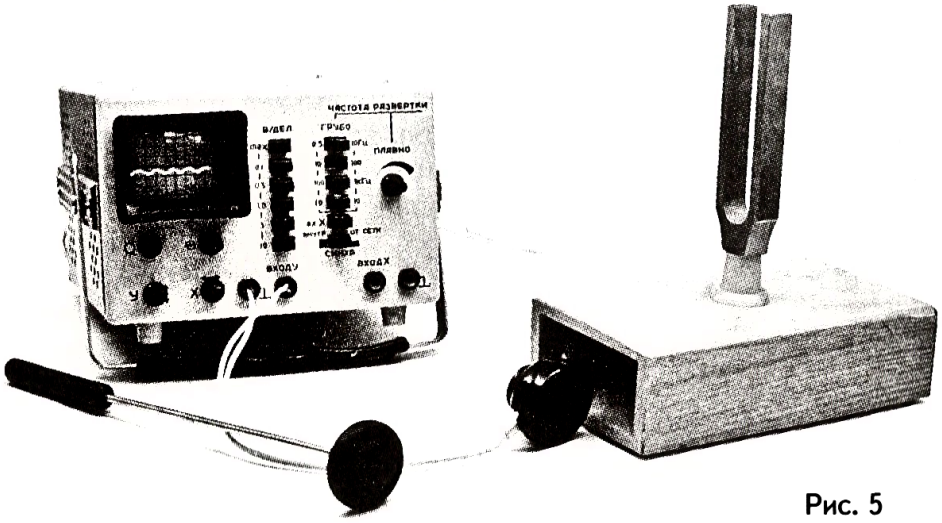

Рис. 5
2. Установите микрофон перед резонаторным ящиком камертона и наблюдайте синусоидальные колебания на экране (рис. 5).